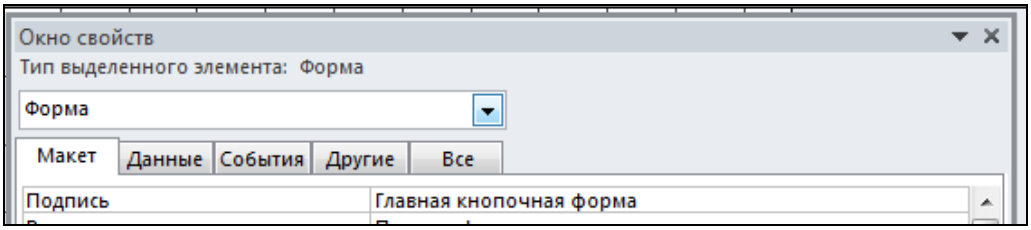

Рис. 7.11. Подпись формы
2.2. На вкладке *Конструктор* в разделе *Сервис* нажимается кнопка *Страница свойств*. В окне свойств на вкладке *Макет* в строке *Подпись* записывается название формы (рис. 7.11).